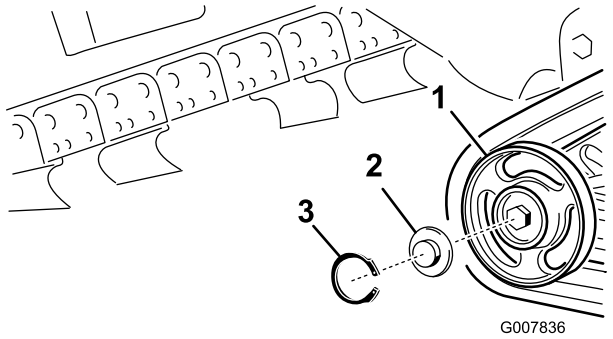

**Rysunek 51**
2. Usuń pierścień sprężynujący i kołpak z koła jezdnego (Rysunek 51).
3. Sprawdź smar pod kołpakiem i wokół uszczelki (Rysunek 51). Jeżeli smar jest zabrudzony, pełen grudek lub gdy go brakuje, należy usunąć cały smar, wymienić uszczelkę i dodać nowego smaru.
5. Przełóż nasmarowany kołpak koła jezdnego przez łeb śruby (Rysunek 51).
6. Zabezpiecz kołpak koła jezdnego za pomocą pierścienia sprężynującego (Rysunek 51).